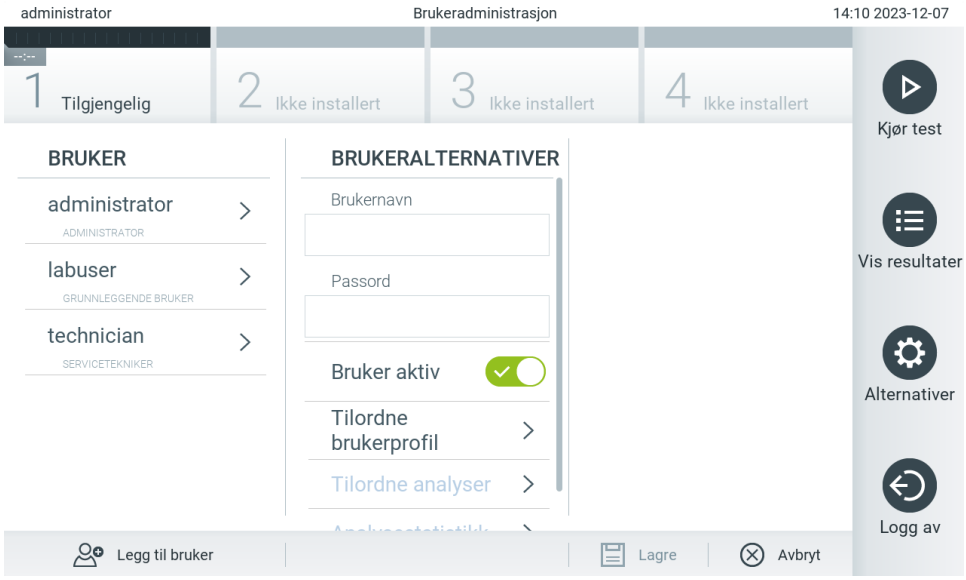

Figur 55. Legge til en ny bruker.
1. Trykk **Options** (Alternativer) > **User Management** (Brukeradministrasjon) for å konfigurere brukere. Skjermbildet User Management (Brukeradministrasjon) vises i innholdsområdet på skjermen (figur 55).